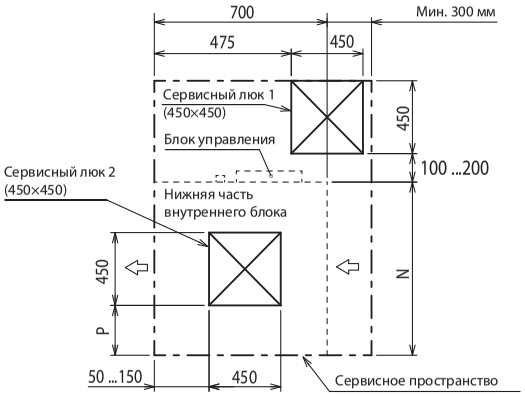

Рис. 2 (Вид по направлению стрелки A)
• оборудуйте сервисные люки 1 и 2 (450 × 450 мм каждый), как показано на Рис. 2.